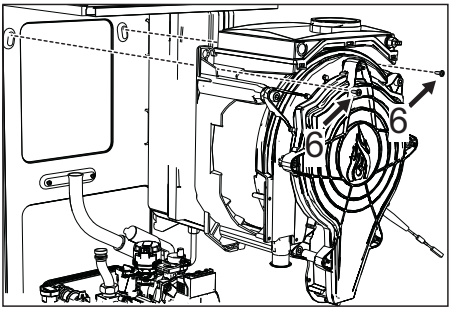

fig. 52
- Togliere le 2 viti **superiori "6"** di fissaggio scambiatore al telaio (fig. 52)